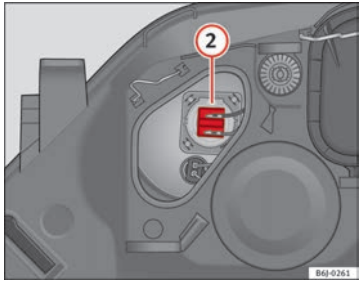

Fig. 154 Main beam headlights
– Remove connector ⇒ Fig. 154 (2) by pulling outward.